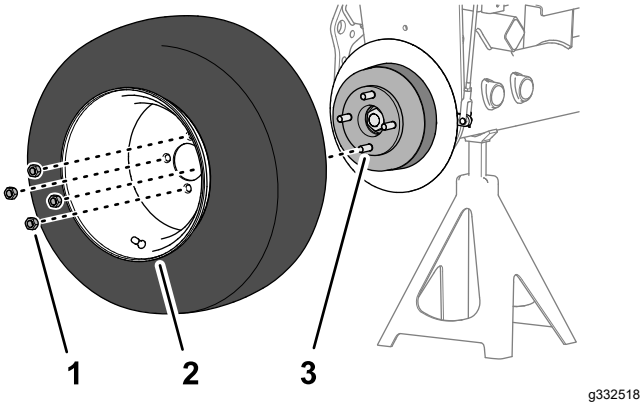

Figur 62
1. Fjern de fire hakemutterne som fester forhjulet til navet, og fjern hjulet (Figur 62).